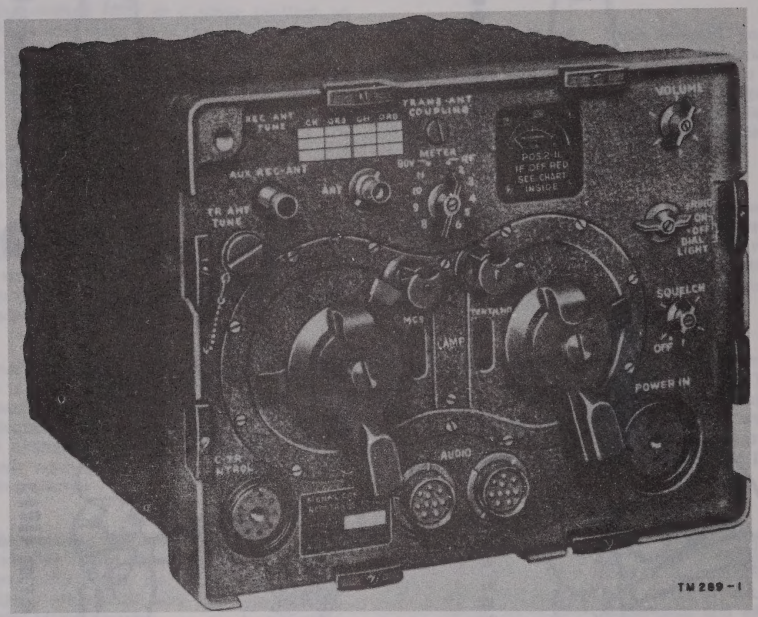

Figure 1. Typical receiver-transmitter, overall view.
a. This manual contains a description, a detailed theory of operation, and instructions for field maintenance and repair of Receiver-Transmitters RT–66/GRC, RT–67/GRC, and RT–68/GRC (fig. 1). In addition, a chapter on the disassembly and repacking of the equipment for shipment or limited storage is included. Two appendixes, covering a list of references and an identification table of parts are provided.
a. Receiver-Transmitters RT–66/GRC, R8–67/GRC, and RT–68/GRC (fig. 1) are compact, lightweight radio sets (without power supply and accessory components) designed for the transmission and reception of f-m (frequency-modulated) signals. The sets are arranged for use in either vehicular, semifixed, or portable installations. When suitably powered, and equipped with an antenna and a microphone and a headset (or a handset), each receiver-transmitter provides two-way communication with smaller vehicular, ground, or portable equipments.